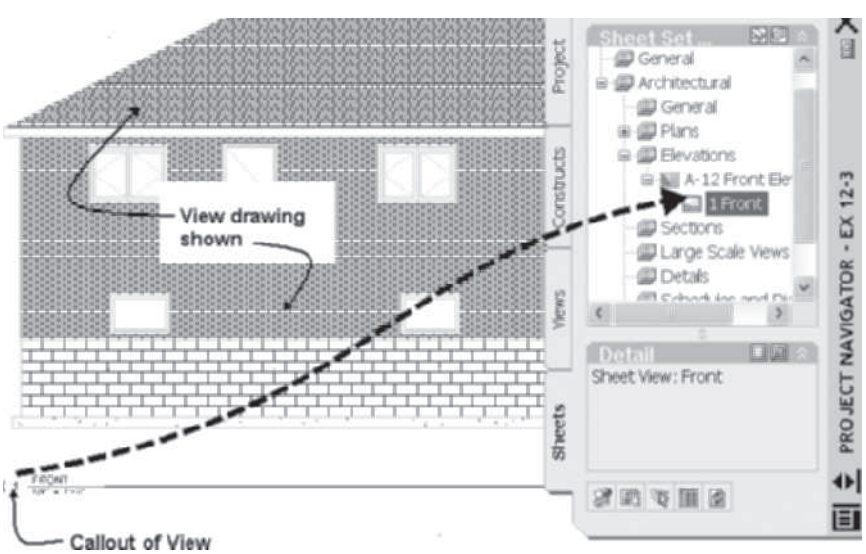

FIGURE 12.12 *Callout data extracted from the sheet field*
1. The callout number and view name can be edited in the Sheets tab of the Project Navigator. The callout identification number and scale of the view were assigned when the view was placed on the sheet. You can select the name in the Sheets tab of the Project Navigator, right-click, and choose **Rename and Renumber** to edit the number and name. When the view and sheet are reopened, the number and name will be updated. You can click and drag the callout of the view drawing to the drawing name in the Sheets tab to update the data of the callout as shown in Figure 12.12.